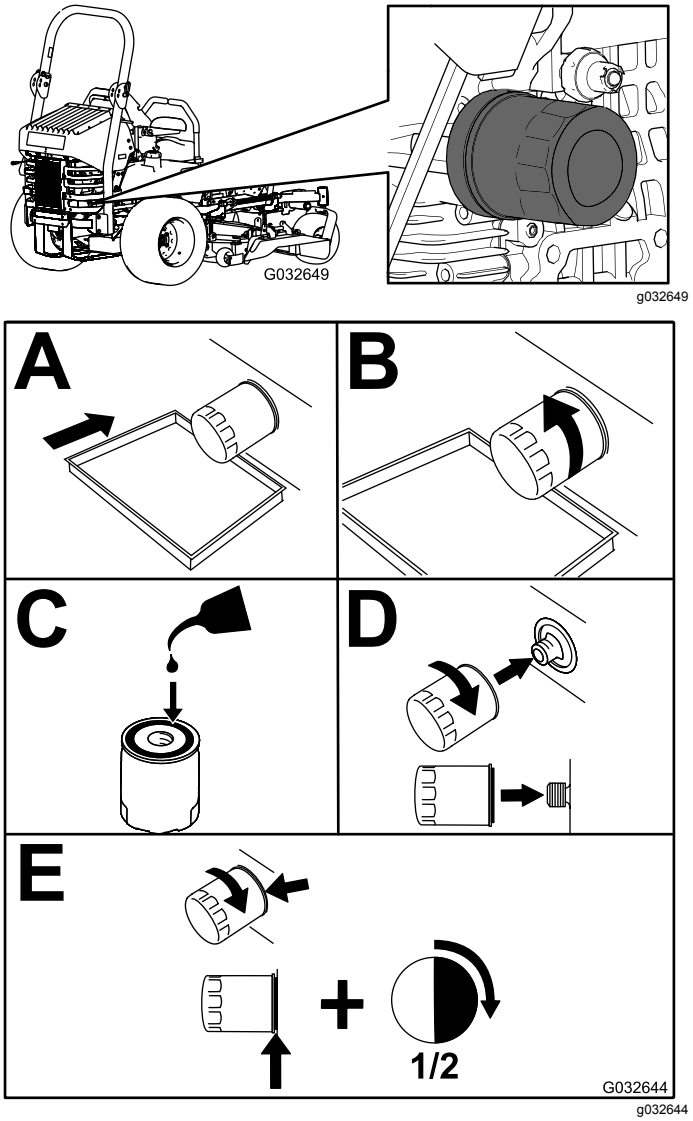

Figuur 65
2. Vervang het motoroliefilter (Figuur 65).